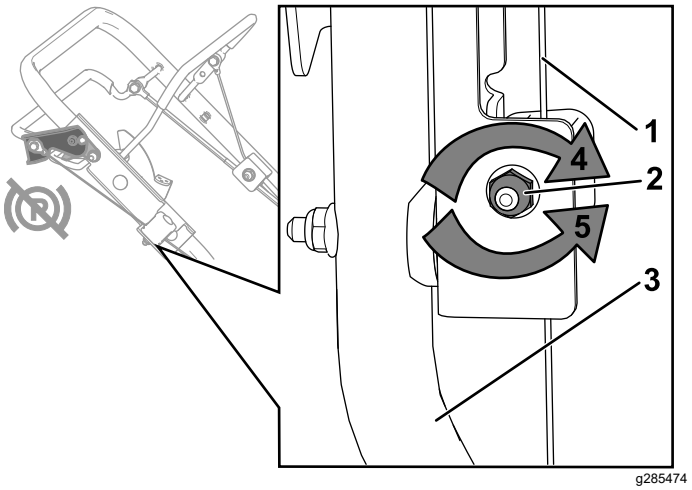

Figura 51
2. Gire la tuerca de ajuste en sentido antihorario para aflojar el ajuste del cable (Figura 51).
3. Ajuste la tensión del cable (Figura 51) empujando o tirando de la funda del cable, y sujétela en esa posición.